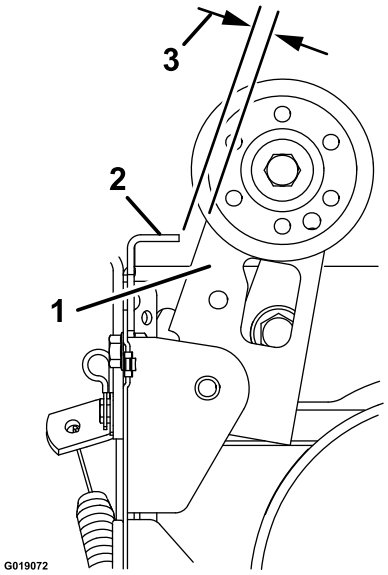

Rysunek 36
3. Wyreguluj ściągacz, aż przerwa między zespołem sprzęgła szczotki a występem będzie wynosiła 3,2 mm (Rysunek 36).